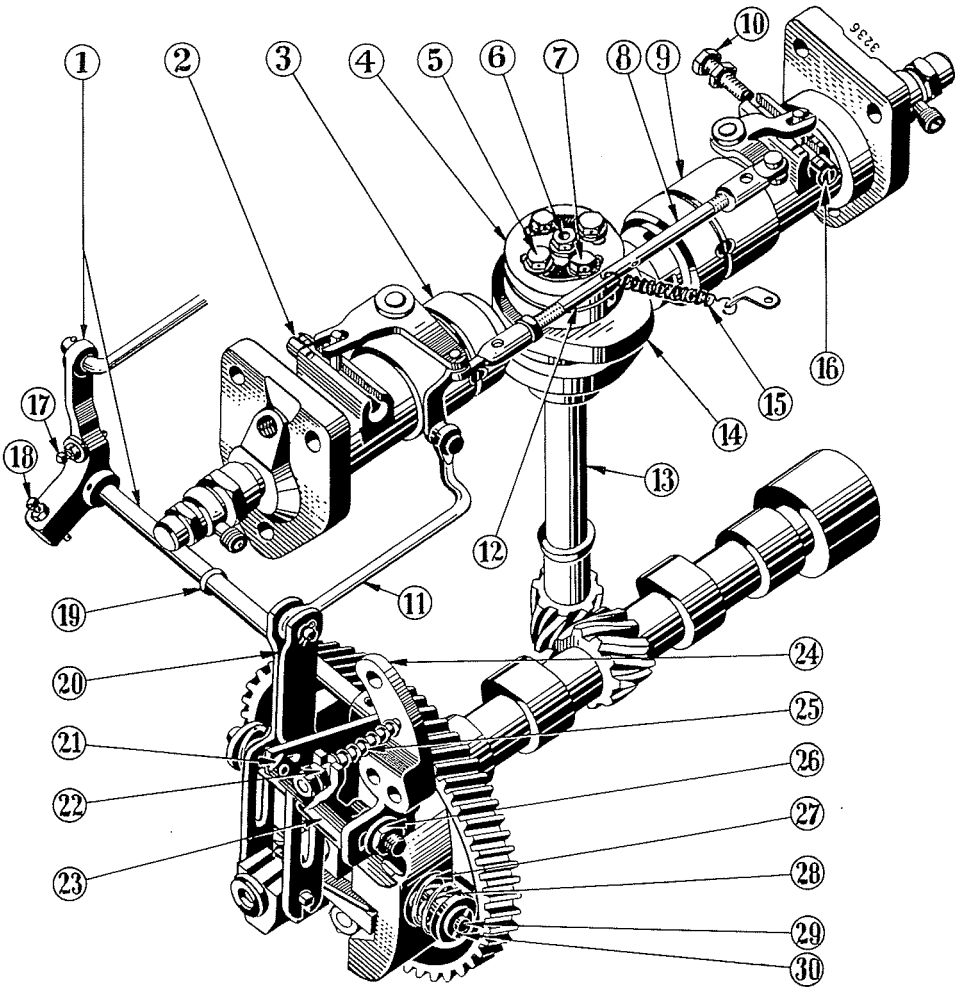

Bild 136
Der Motor ist mit zwei Bosch-Einspritzpumpen ausgerüstet, einer vorderen für den ersten Zylinder (3) und einer hinteren für den zweiten Zylinder (9), Bild 136.